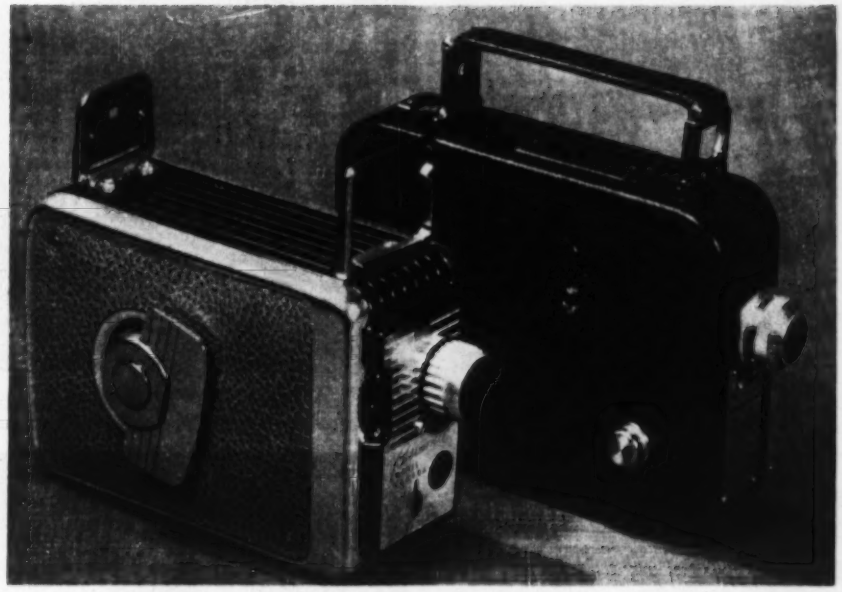

Fig. 1 Over-all appearance of Brownie 8-mm movie camera (left) as compared with Cine Kodak 8-25 camera
These two cameras, Fig. 1, have comparable features; in fact, the Brownie is superior to the 8-25 in most respects, yet the manufacturing cost of the Brownie is only 30 per cent of the cost of the 8-25 if the 8-25 were to be produced at today's labor and material costs by yesterday's methods. Two major factors account for this considerable difference in cost. The first is the increase in engineering experience as to the requirements of the basic design of motion-picture cameras. The second is the effect of the many materials and methods which are new or which have become economically practical. It is this second factor which will be of primary interest to production engineers.
The Brownie is composed basically of the following four major elements: (1) A sports-type finder system, shown in Fig. 1; (2) a light-tight box consisting of a molded phenolic front and a sheet-aluminum cover, side, and center band, Fig. 4; (3) a mechanism plate mounting a power source, a gear train, and film supply and take-up facilities, Fig. 5; and (4) a die casting which houses the lens, film-locating means, and combination governor and shutter, Fig. 6.